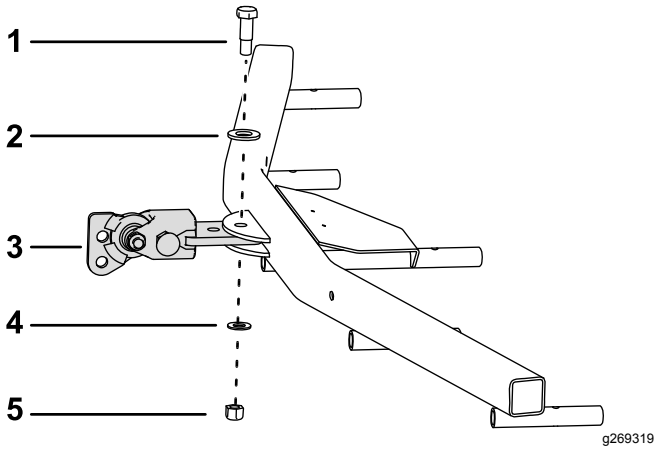

Figur 7
1. Monter kugletrækssamlingen på løvriven som vist i Figur 7.